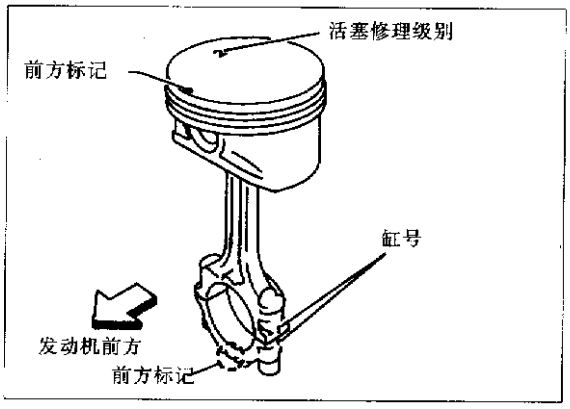

图 2-9-30
b. 加热活塞至 60~70℃,然后装配活塞、活塞销、连杆和新挡圈。活塞和连杆的方向应对准,见图 2-9-30。连杆和连杆轴瓦压印编号应与对应的汽缸编号一致。装配后,应确保连杆平稳转动。